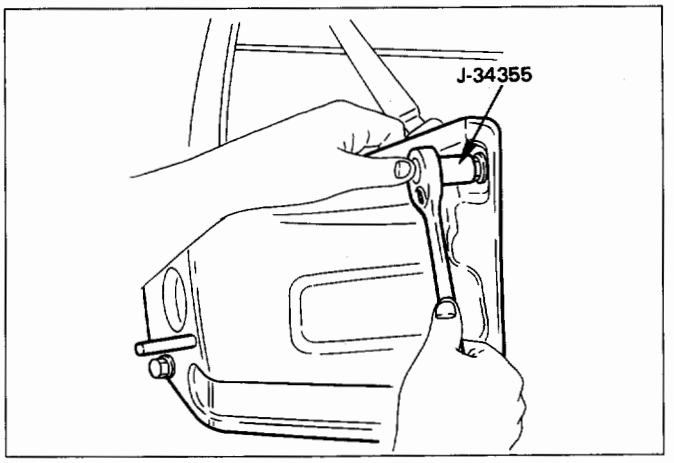

Fig. 10-180
- Spare tire carrier nut wrench: J-34355 (Fig. 10-180)